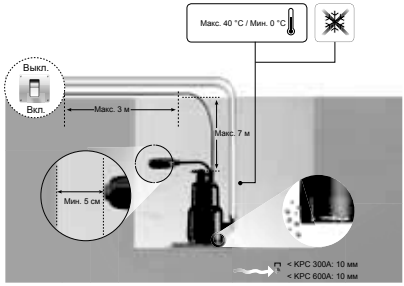
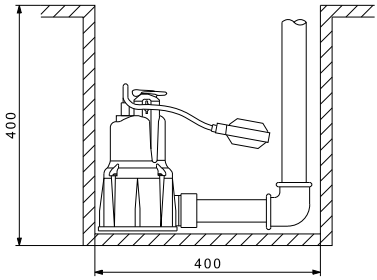
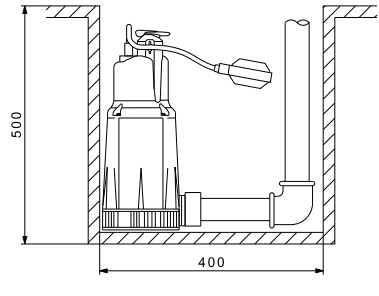

Рис. 4 Установка насоса и расположение поплавкового выключателя
Рис. 5 Минимальные размеры приямка для насоса KPC 300 A
Рис. 6 Минимальные размеры приямка для насоса KPC 600 A
4. Для исполнения, поставляемого с поплавковым выключателем, необходимо убедиться в том, что вся система поплавкового выключателя может свободно перемещаться. Для этого требуется обеспечить свободное пространство в 5 см между поплавковым выключателем и стеной ёмкости, где установлен насос (см. рис. 4). Необходимо также обеспечить минимальные размеры приямка в соответствии с рис. 5 и рис. 6.
Монтаж	Как для стационарного, так и для мобильного применения, но только в вертикальном положении. Для KPC: минимальные размеры приямка см. рис. 4 и 5